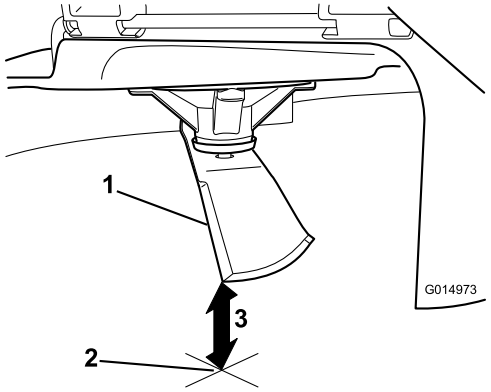

Figuur 56
5. Meet de afstand tussen het uiteinde van het mes en de vlakke ondergrond (Figuur 56).